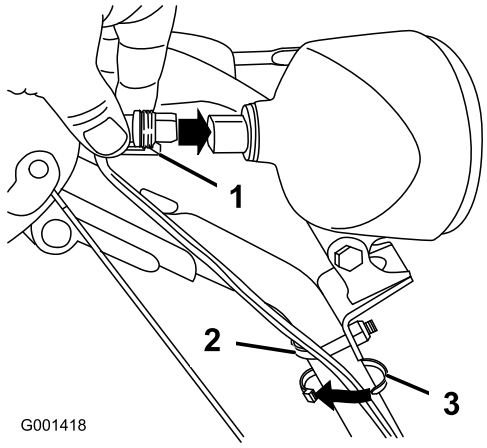

Figur 17
1. Sæt ledningsstikket i ledningens løse ende direkte ind bag på forlygten, indtil det sidder korrekt fast (Figur 17).
Bemærk: Sørg for, at plastikklemmen er placeret på den nederste del af ledningsstikket (Figur 17).
2. Fastgør et kabelbånd (fra posen med løse dele) omkring ledningen og håndtaget ca. 2,5 cm under bøjleskruen (Figur 17).